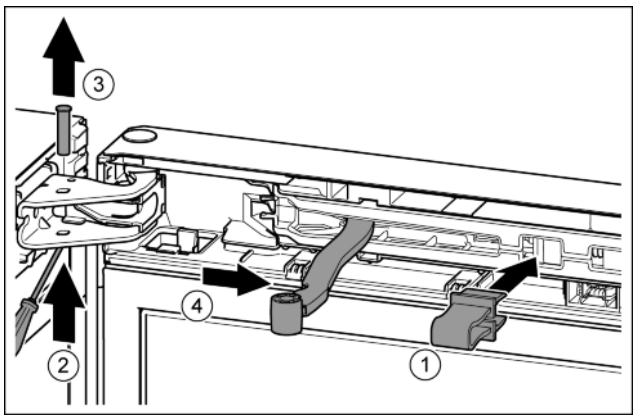

*Fig. 10*
▶ Engage the locking device in the opening. *Fig. 10 (1)*
▶ Unscrew the bolt with a screwdriver. *Fig. 10 (2)*
▶ Remove the bolt in an upward direction. *Fig. 10 (3)*
▶ Turn the hinge in the direction of the door. *Fig. 10 (4)*